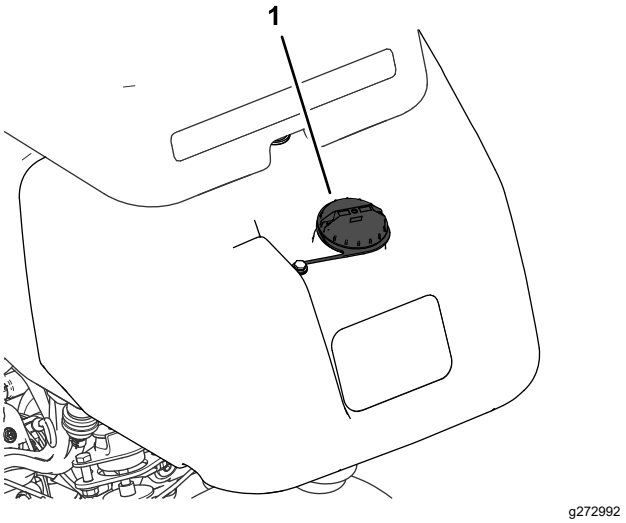

Figur 23
1. Gör rent runt tanklocket och ta bort det (Figur 23).